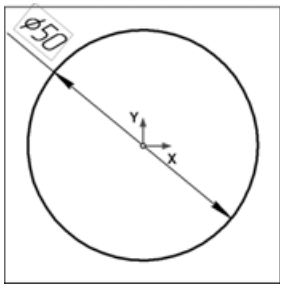

Рис. 6.8
- Создайте новый эскиз на **Смещенная плоскость:1**. Нарисуйте в эскизе окружность диаметром 50, с центром в начале координат эскиза (рис. 6.8). Не закрывайте эскиз.